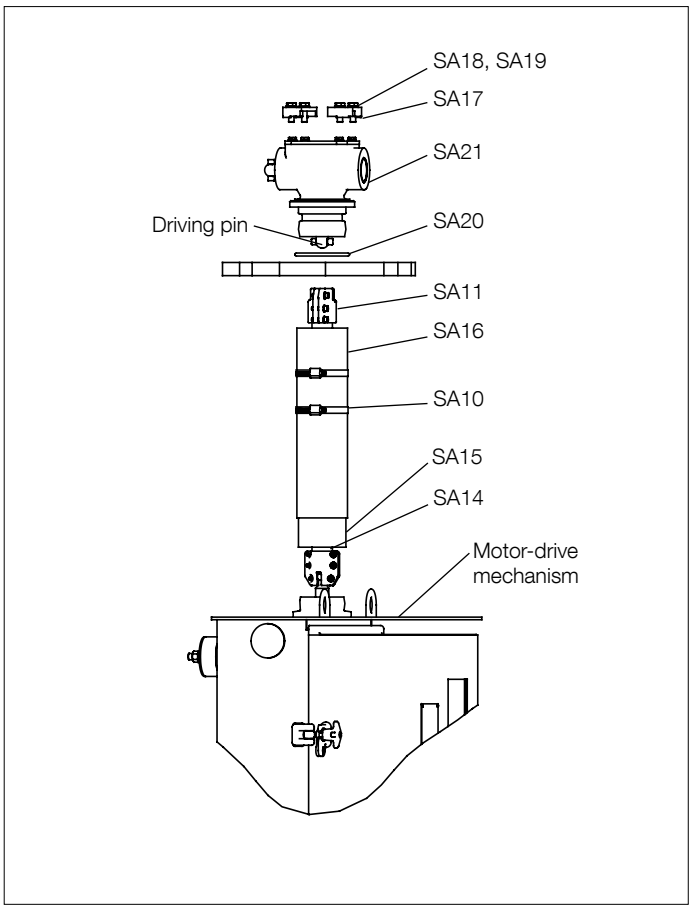

Fig. 56.
1. Mount the bevel gear SA21 on the transformer with an O-ring, SA20, clamps SA17 screws and washers; see Figs. 56 and 57.